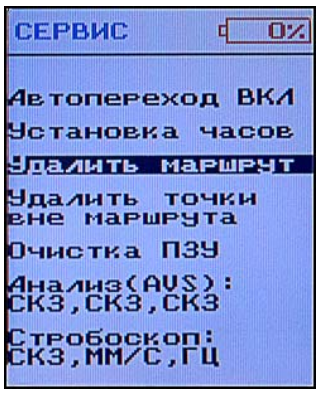

Рис. 41. Выбор пункта «Удалить маршрут» из меню «Сервис»
- «Удалить маршрут» - для удаления маршрута (Рис. 41);